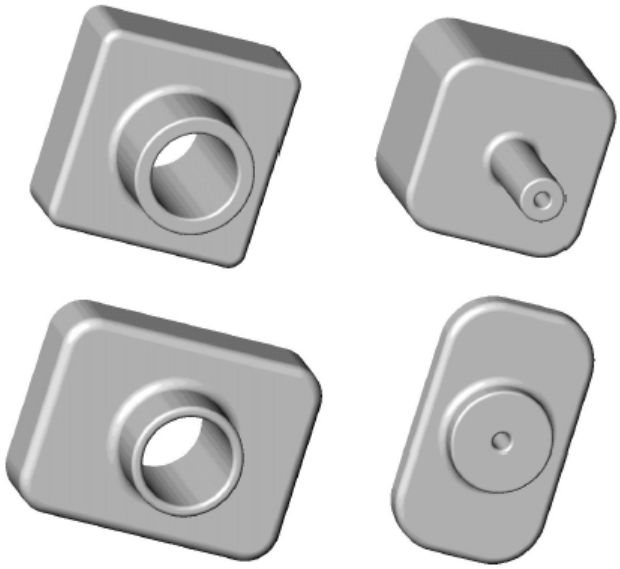
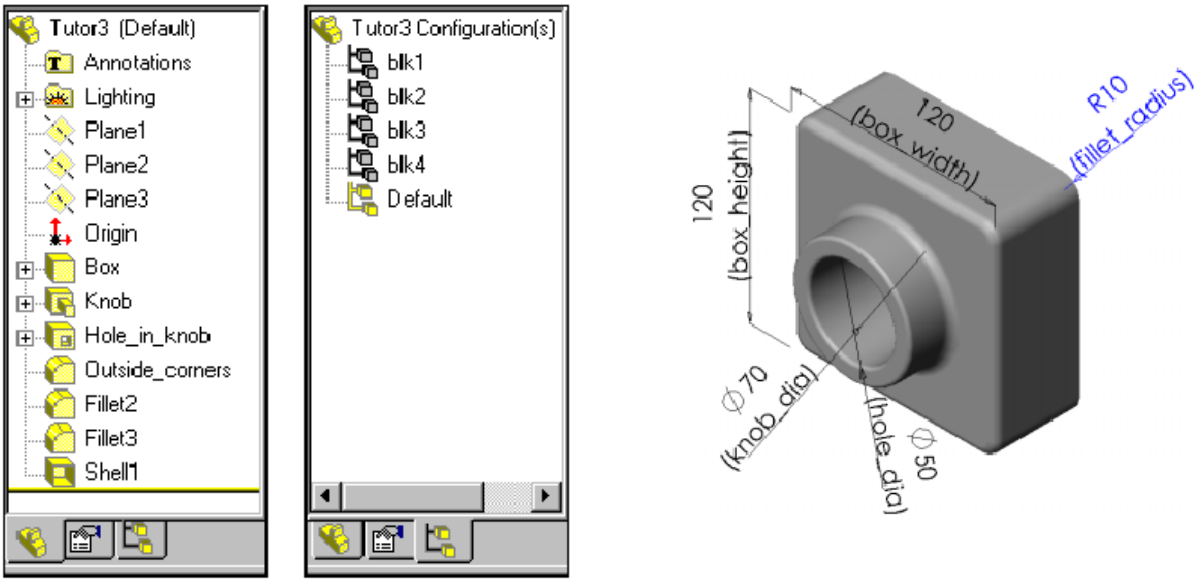
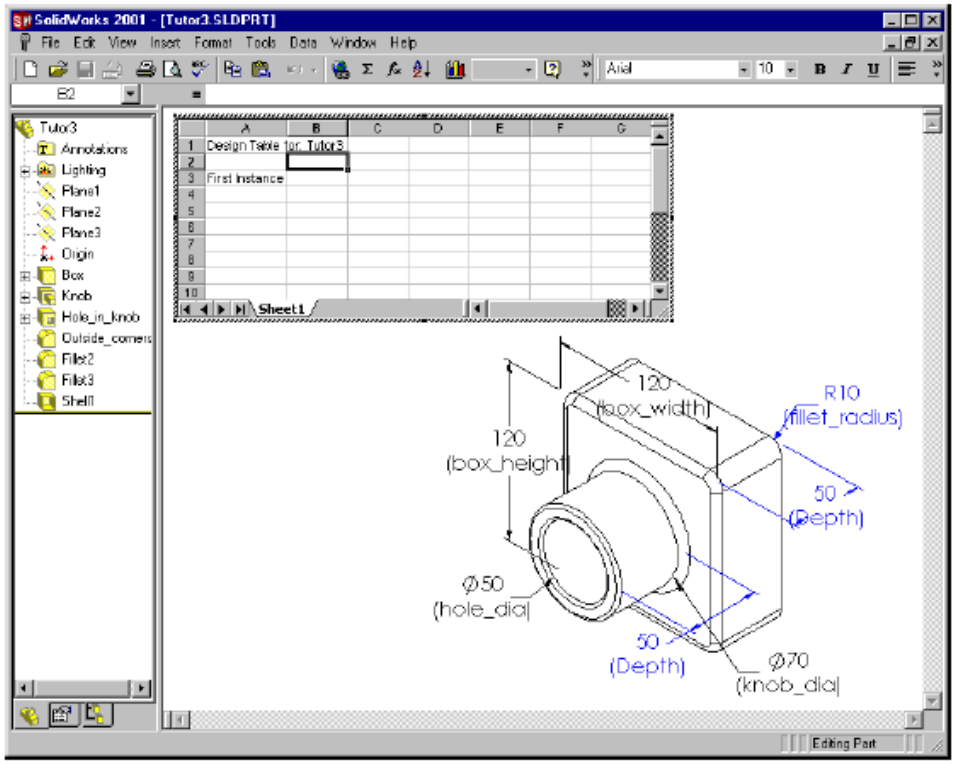

Fig. 17 – Elementos da família do componente *Tutor1*.
Fig. 19 – Designações a utilizar para as *features* e dimensões (cotas) do componente *Tutor1*, árvore das configurações a definir.
Fig. 20 – Definição dos elementos da família do componente *Tutor1*.
9) Realize no *SolidWORKS* os elementos da família do componente *Tutor1* da *Fig. 17* utilizando para tal uma tabela de desenho, *Fig. 18*, *Fig. 19*, *Fig. 20* e *Fig. 21*.